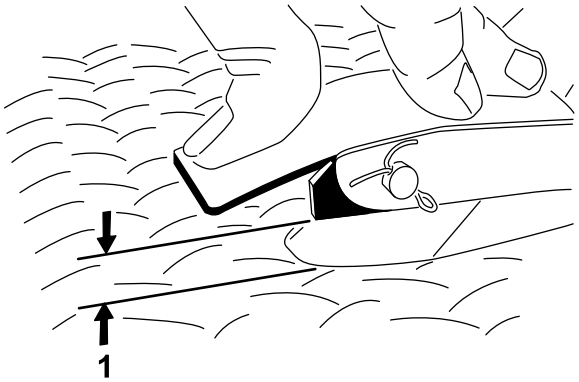

Figura 61
6. Ajuste la articulación esférica del cable del acelerador y/o las contratuercas del cable con la palanca del acelerador contra el tope de ralentí alto hasta que haya una distancia de 2.54 mm – 6.35 mm (0.10"–0.25") entre el brazo del pedal del acelerador y el borde superior del dibujo rombos de la chapa de suelo al aplicar una fuerza de 11.3 kg (25 libras) al centro del pedal (Figura 61). Apriete la contratuerca.